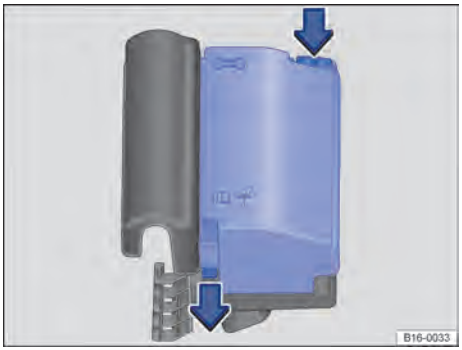

Fig. 180 No compartimento do motor: cobertura da caixa de fusíveis.
- Pressionar os botões de travamento no sentido da seta ⇒ Fig. 180 para destravar a cobertura da caixa de fusíveis.